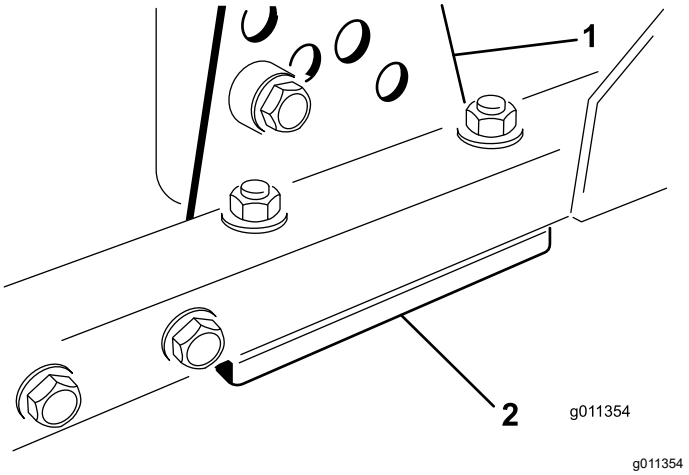

Figuur 128
1. Verwijder de maaihoogtebeugel (aan de voorzijde, linkerzijde of rechterzijde) van het frame van de maai-eenheid (Figuur 128).
2. Breng vulstukken van 1,5 mm en/of vulstukken van 0,7 mm aan tussen het frame van de maai-eenheid en de beugel om de gewenste maaihoogte-instelling te bereiken (Figuur 128).